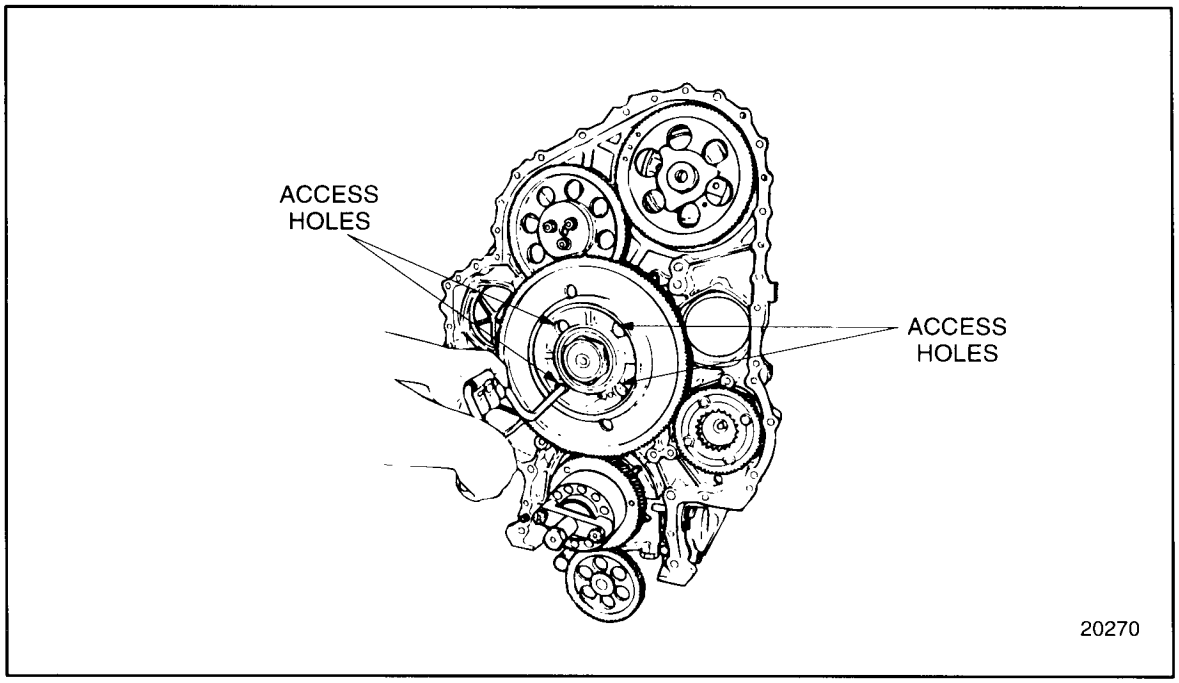

Figure 1-424 Removing Bull Gear and Camshaft Idler Gear Hub
7. Working through the four access holes in the bull gear and camshaft idler assembly, remove two of the four bolts that secure the bull gear and camshaft idler gear hub to the cylinder block. See Figure 1-424.
4. Install thrust plate with the relief at the bottom. See Figure 1-424.